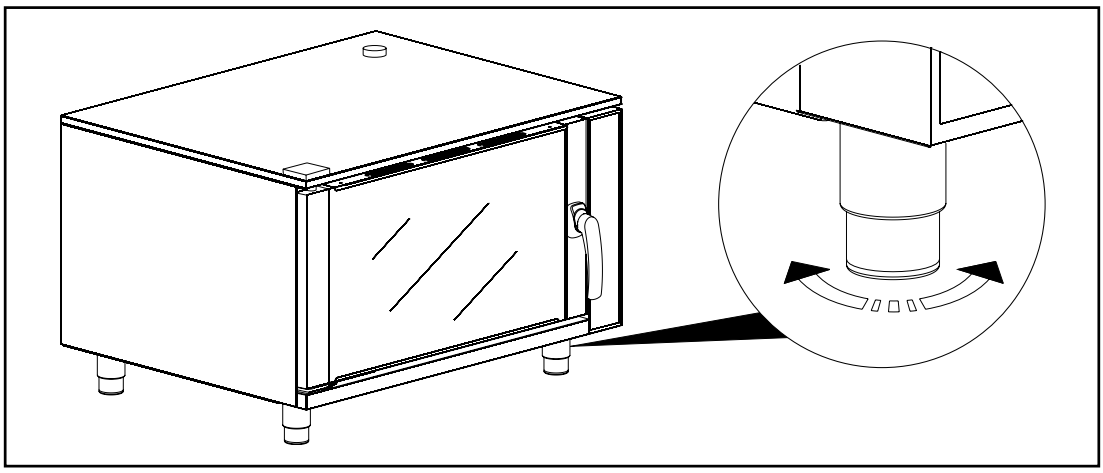

fig. 4
c) Durante l'installazione su banco, provvedere alla messa in piano del forno agendo sui piedini regolabili (vedere la fig. 4)